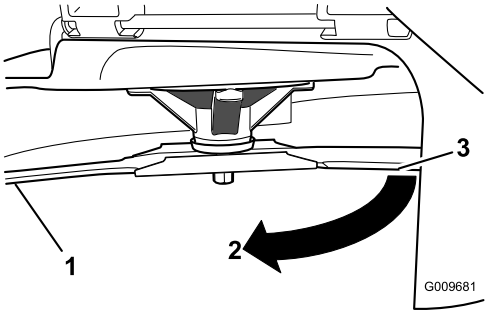

Figur 51
3. Målt afstand mellem skærekniven og overfladen (A)
4. Drej samme skærekniv 180 grader, så den modsatte skærekant nu befinder sig i samme position (Figur 51).